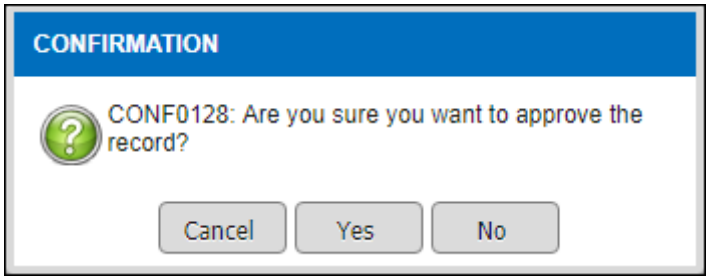

Figure 3.3.3-3 Confirmation Message
a) Click on the [Approve] button to approve the record and confirmation message will be display as Figure 3.3.3-3